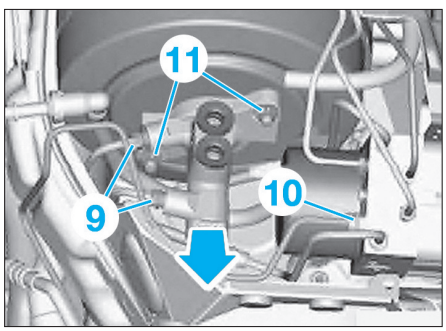

Fig. 29
• Déposer les conduites de frein (9) **(Fig.29)**.
• Au besoin, déposer la conduite (10) du bloc hydraulique et pousser légèrement vers le bas.